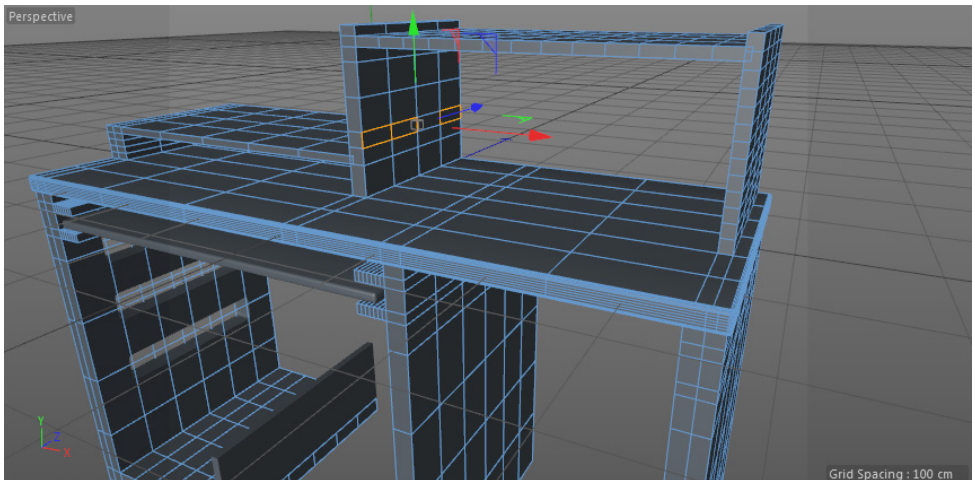

Figure 3-47 *The selected polygons of Computer table*
13. Make sure the polygon mode is activated. Choose the **Brush Selection** tool from the Command Palette and make sure that the **Visible Only** check box is selected. Now, select the polygons of *Computer table*, as shown in Figure 3-47.